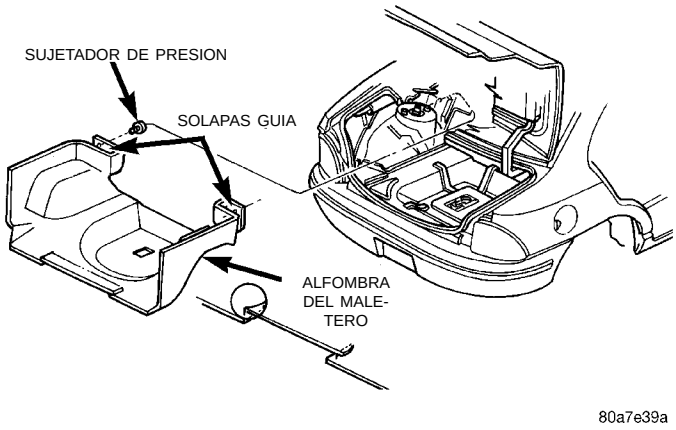

Fig. 78 Alfombrilla del Maletero
(1) Suelte los sujetadores de presión que retienen la alfombra en el panel del anaquel. Se accede a los mismos desde el interior del vehículo (Fig. 78).
(2) Tire de las solapas guía de la alfombra hacia afuera, a través de la abertura del panel del anaquel.
(3) Saque la alfombra de abajo de los muelles.
(4) Retire del vehículo la alfombra del maletero.